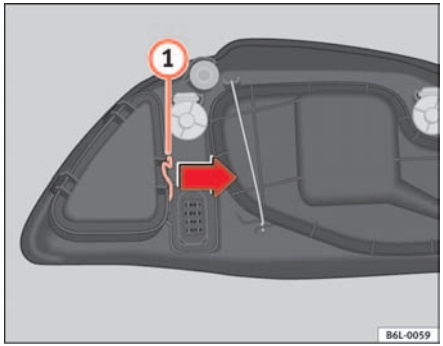

Fig. 146 Side lights
– Remove the loops (1) ⇒ fig. 146 in the direction of the arrow and remove the cover.